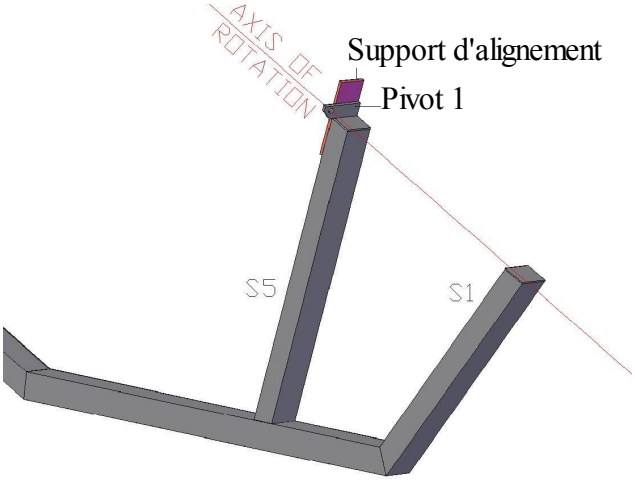

Fig. 19: Assemblage des pivots principaux étape 1
1. Soudez le le pivot 1 (S8) de manière à ce qu'il soit sur le même plan du côté nord de S5 (utilisez un acier plat comme support d'alignement), le trou pour l'axe de rotation doit être à l'ouest. Voir Fig.19